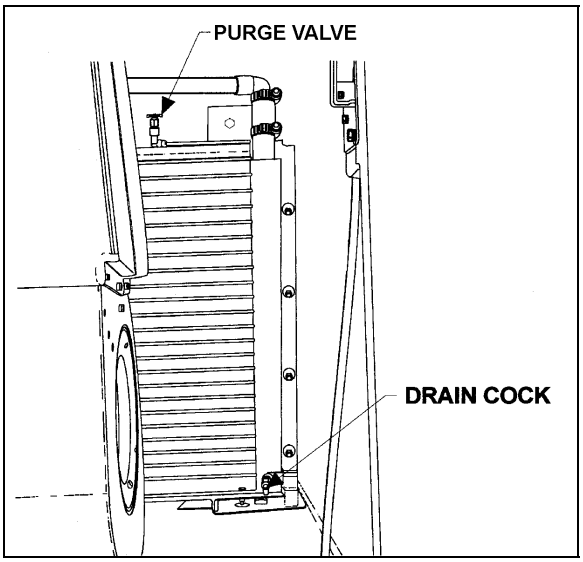

FIGURE 42: HVAC COMPARTMENT 22229
4. Open drain cock in bottom of heater core, then open purge valve located on top of heater core (Fig. 42) in order to allow air to enter while draining.